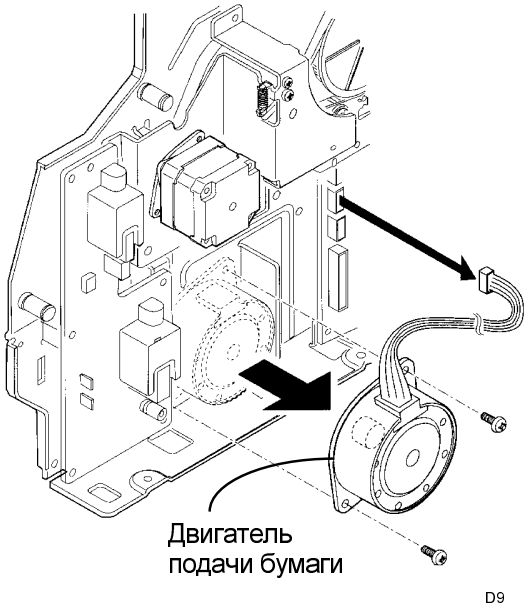

Рисунок 2. Снятие двигателя подачи бумаги
3. (Рисунок 2): Отверните винты, отсоедините разъем и снимите двигатель подачи бумаги.